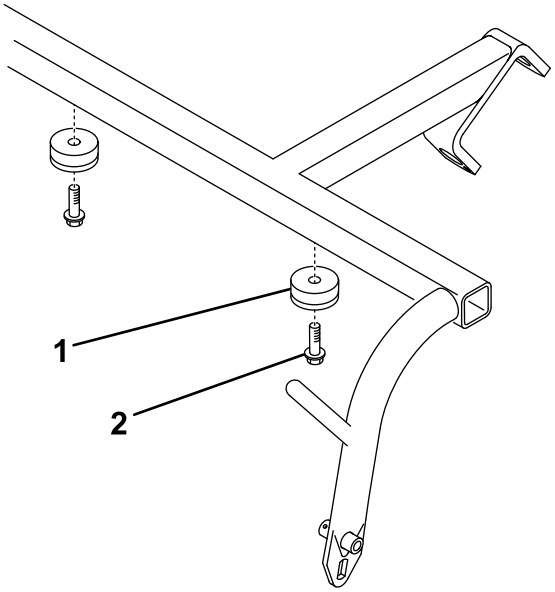

Figur 3
5. Fäst två stötdämpare på undersidan av dragramen med två självgängande skruvar (Figur 3).